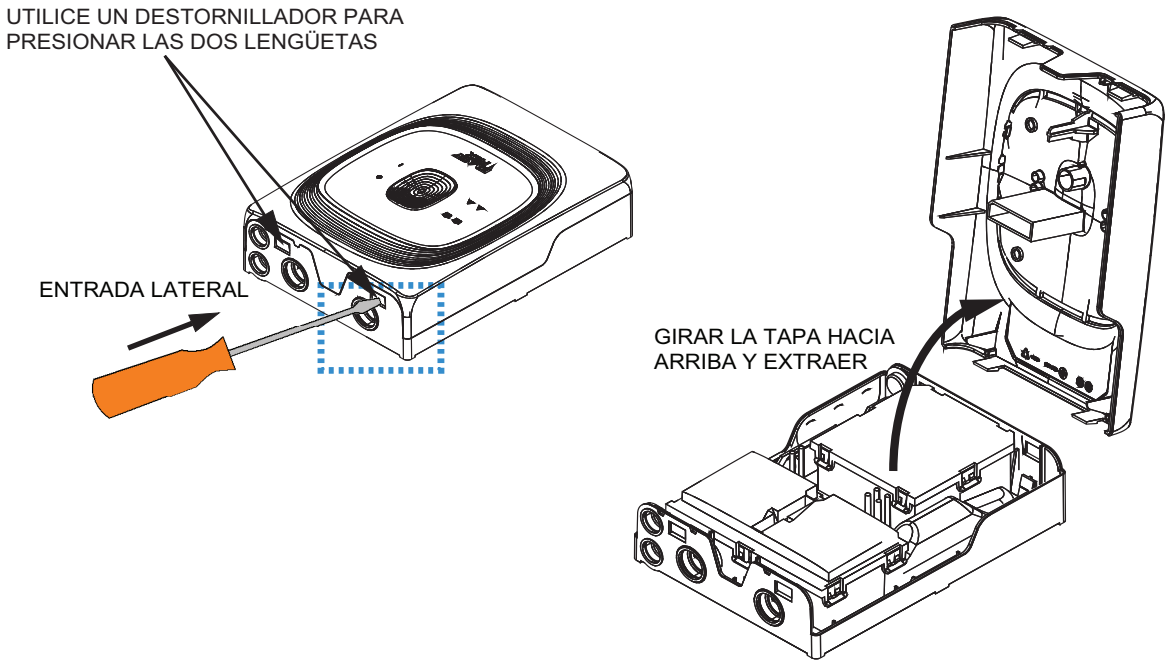

Figura 3-4: Desmontaje de la tapa
1. Con un pequeño destornillador u otra herramienta adecuada, presione las dos **lengüetas del lado de la entrada del FAAST FLEX** (véase la Figura 3-4).
4. Retire la tapa como se muestra en la Figura 3-4.